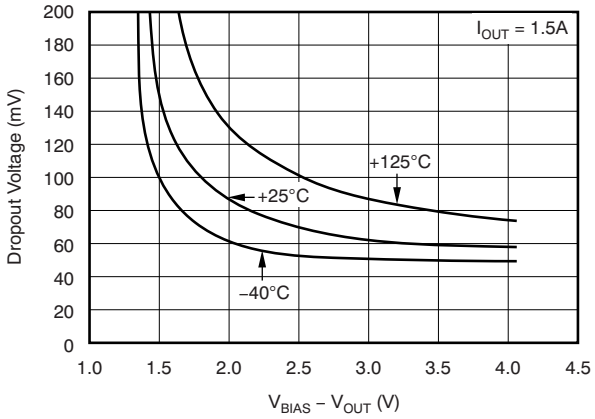

Figure 6. V_{IN} Dropout Voltage vs (V_{BIAS} – V_{OUT}) and Temperature (T_J)
(1) Adjustable devices tested at 0.8 V; resistor tolerance is not taken into account.
(2) Dropout is defined as the voltage from V_{IN} to V_{OUT} when V_{OUT} is 3% below nominal.
(3) 3.25 V is a test condition of this device and can be adjusted by referring to Figure 6.